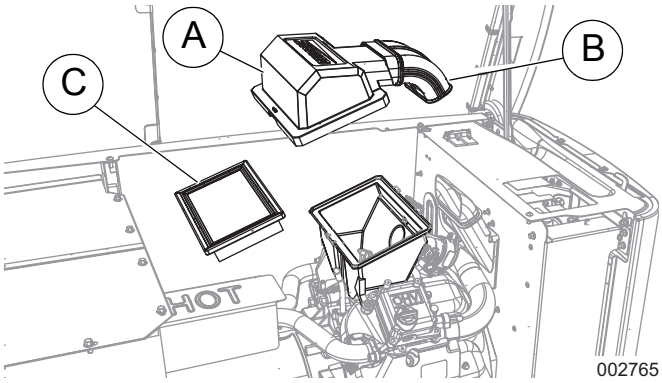

Figure 6. Retrait du couvercle de la boîte à vent (modèles de 11 à 22 kW)
1. Voir la ***Figure 6***. Retirez le couvercle de la boîte à vent (A), le coude d'entrée d'air (B) et le filtre à air (C).